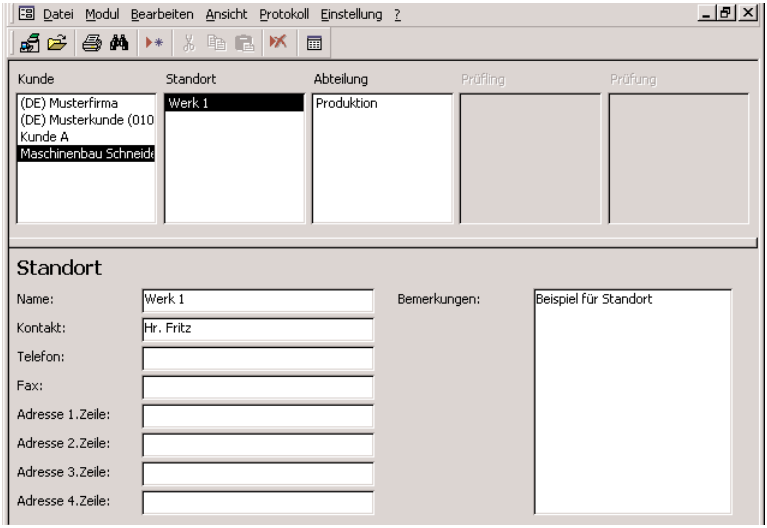

Bild 11.9: Fenster "Anzeige Standort "
- Wählen Sie in der Software UNITEST es control professional Kunde und Standort (Maschinenbau Schneider, Werk B) entsprechend Bild 11.9 aus.